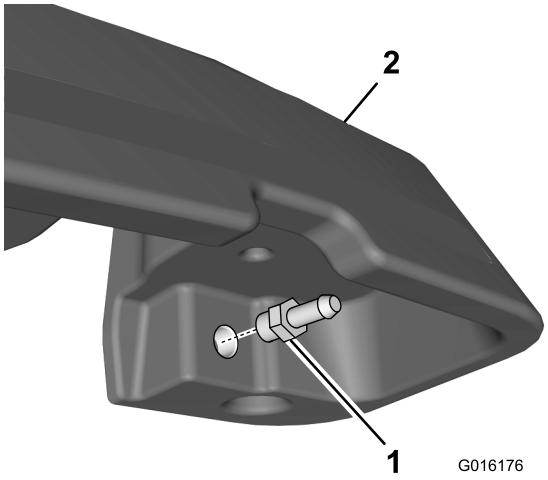

Figur 6
21. Montera den raka hydraulkopplingen i öppningen på undersidan av läckagedetektortanken (Figur 6).